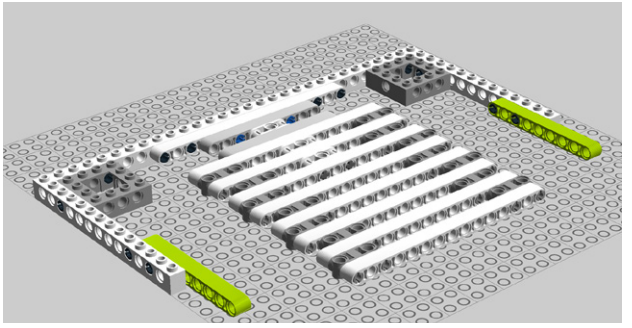

Figure 8-22. *Step 17: Adding the beams*
17. Add a pair of 9M beams (Figure 8-22).